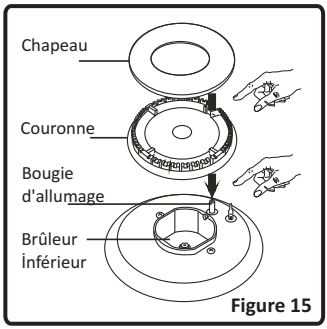

Figure 15
Après l'allumage, procédez à une vérification visuelle des flammes. Si vous voyez une pointe jaune, des flammes suspendues ou instables, fermez le robinet à gaz, et vérifiez si les chapeaux couronnes sont bien positionnées (fig.15).
- Enlevez les grilles émaillées, les chapeaux de brûleurs et les brûleurs supérieurs (Figure 15).